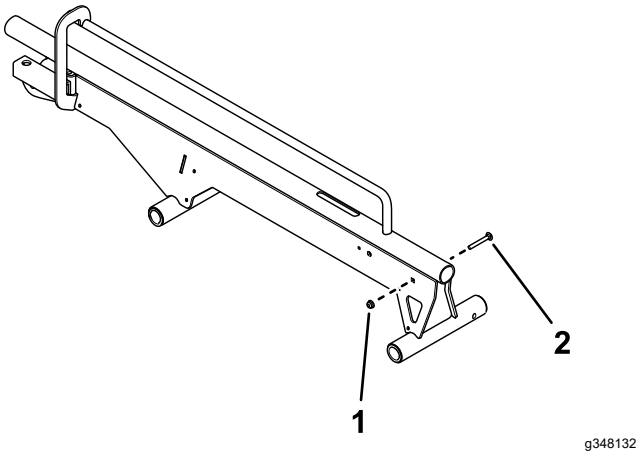

Rysunek 1
1. Zamontuj śruby podsadzane i nakrętki z kołnierzem (¼ cala) do zespołu najazdu (Rysunek 1).